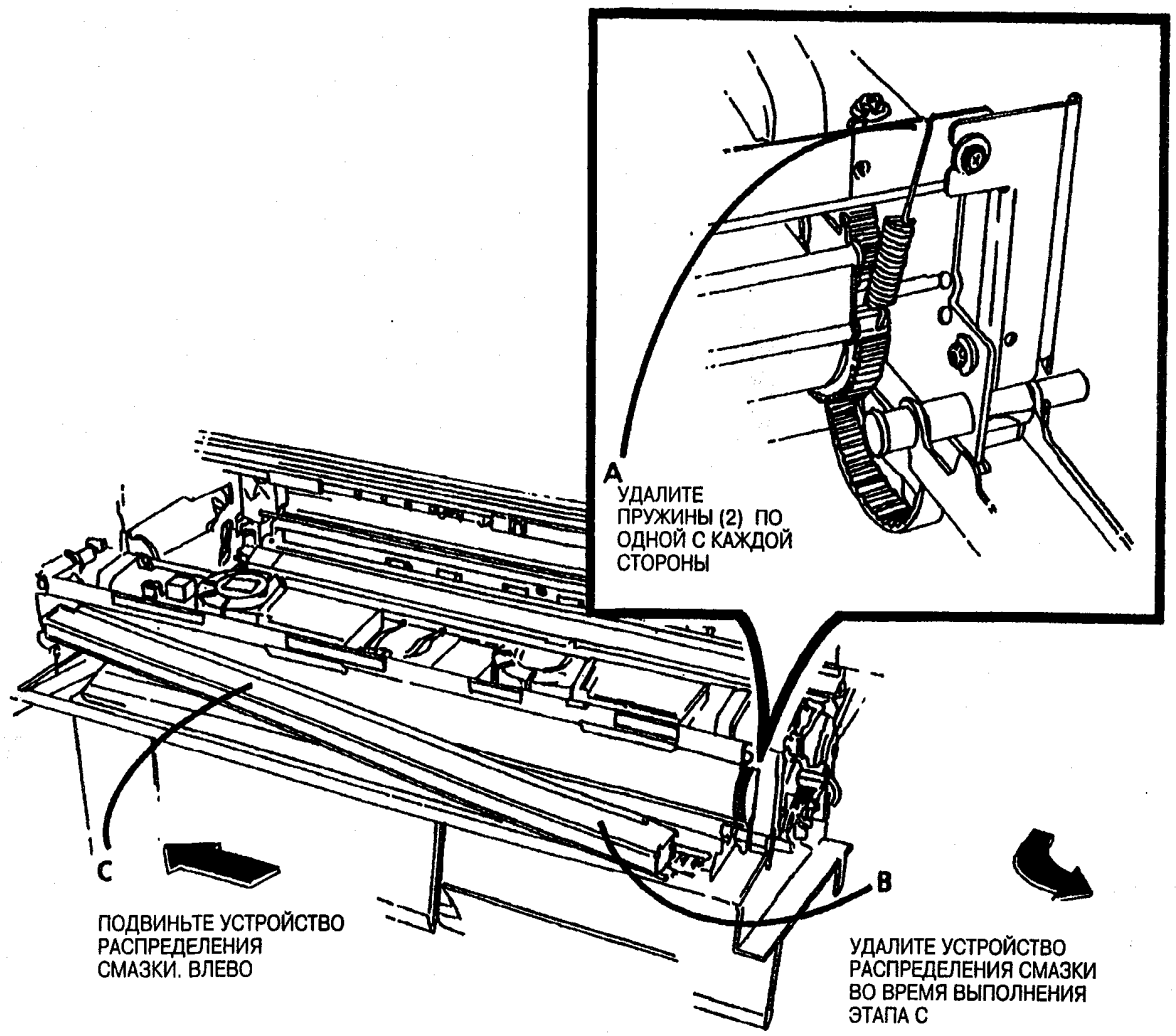

Рис. 1. Удалите устройство распределения смазки
4. (Рис. 1): Удалите устройство распределения смазки.